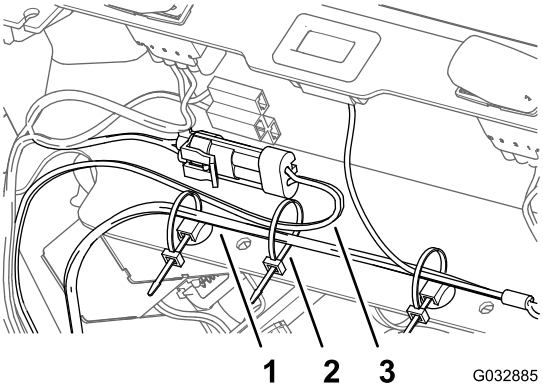

Figura 15
5. Sujete el arnés de cables para el kit de luces LED al arnés de la máquina con un sujetacables, según se muestra en Figura 15.